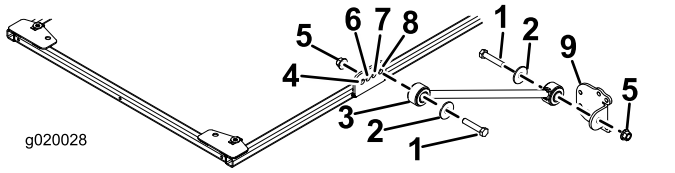

Figur 20
- Fäst ett stag löst på båda sidorna om solskärmsramen i stagen till fästenas **bakre** hål för modellerna 03820, 03821, 30604, 30605, 30608 och 30609 med en skruv (½ × 2½"), en bricka (½") och en flänsmutter (½") enligt Figur 20.
8. Fäst ett stag till fästet löst på varje stag med en skruv (½ × 2½"), en bricka (½") och en flänsmutter (½") enligt Figur 20.